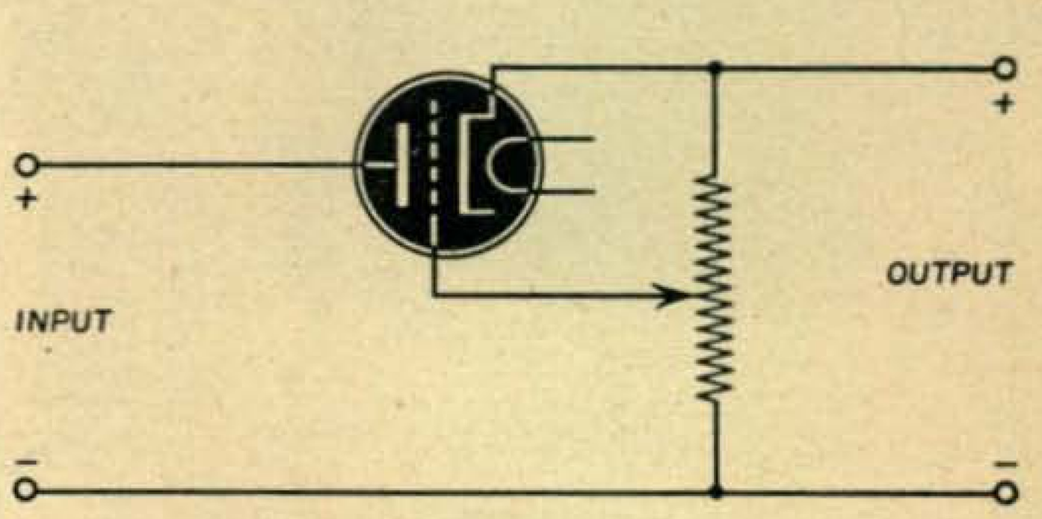

Fig. 5. It is likewise possible to obtain regulation by employing a tube bridge circuit used for measuring amplification factor
c. The bridge circuit type that depends upon the variational amplification factor of a vacuum tube *(Fig. 5)*,